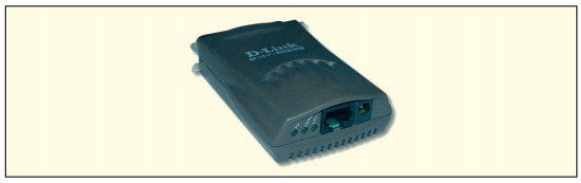

Bild 2: Printserver
Anstatt einen PC als Printserver zu verwenden, kann ein Printserver mit ausschließlich dieser Funktion auch einzeln installiert werden **(Bild 2)**. Das spart Platz und ist kostengünstiger. Einige Drucker haben einen Netzwerkanschluss **(Bild 3)**. Hier ist der Printserver gleich im Drucker integriert.
3. Anstatt einen Printservers **(Bild 2)** zu verwenden ist es besser, einen netzwerkfähigen Drucker **(Bild 3)** einzusetzen.